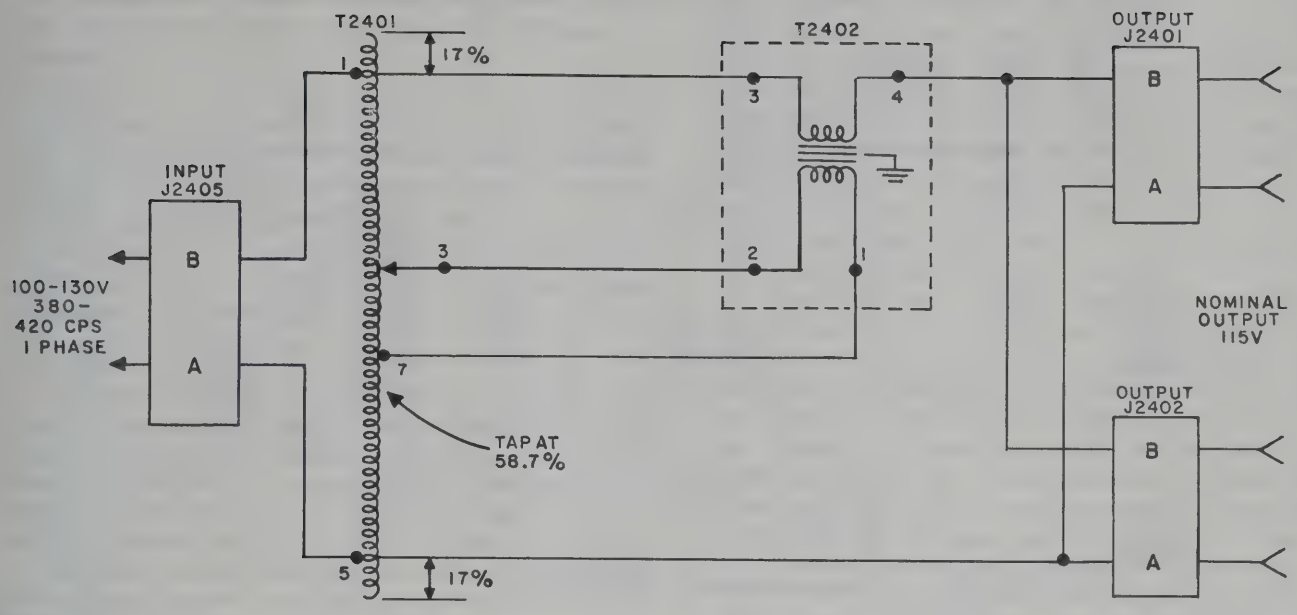

Figure 2–38. Variable Power Transformer Schematic
8. VARIABLE POWER TRANSFORMER TF-238/U. *(See figure 2—38.)*
The input power is applied through J2405 to the variac winding T2401 (see figure 2—38). The arm is brought out through the side of the case to a knob calibrated from 0 to 100. T2402 is a "buck-boost" trans-